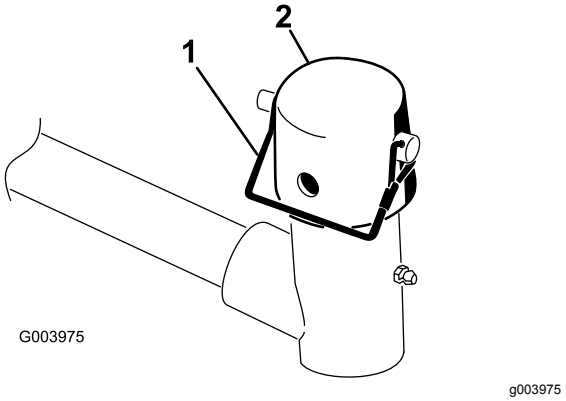

Figur 10
7. Fjern låsestiften og hetten fra løftearmens dreiegaffel (Figur 10).
11. Fest hetten og bærerammeakselen til løftearmsgaffelen med låsestiften (Figur 10).